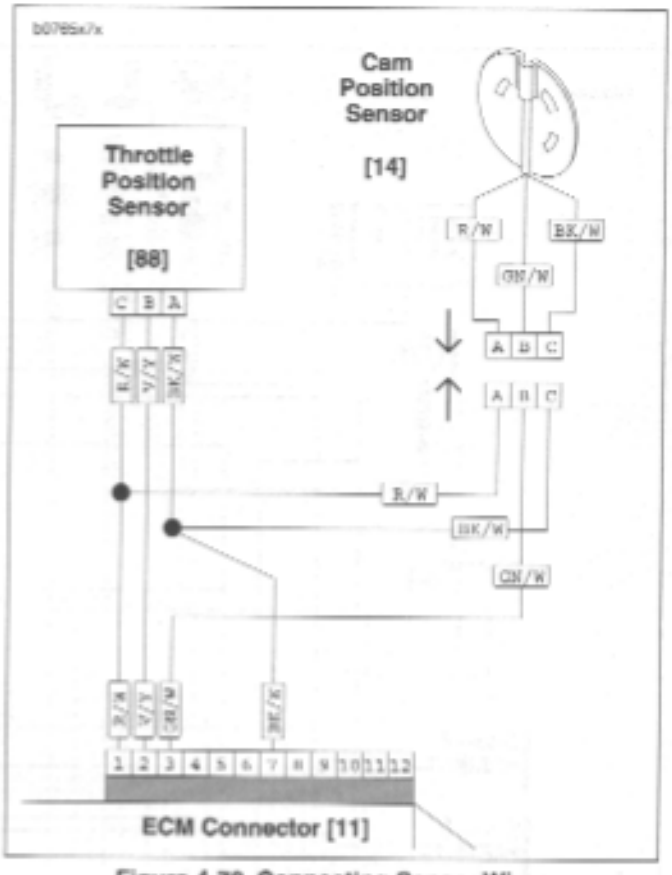

Figure 4-70. Connecting Sensor Wires
2. Install trigger rotor (17).
a. Apply LOCTITE THREADLOCKER 243 (blue) to threads of bolt (18).
b. Position trigger rotor (17) onto end of camshaft aligning notch with camshaft slot.
3. Install cam position sensor (19) and timer plate studs (4). Rotate cam position sensor to its previously marked position to obtain approximate ignition timing.
5. See Figure 4-70. Install sensor wiring terminals into correct positions in plug end of connector [14]. R/W, GN/W and BK/W wires of plug end (from cam position sensor) must match same color wires in receptacle end of connector (from ignition module wiring harness). Install pin terminals. See B.2 DEUTSCH ELECTRICAL CONNECTORS under B.1 AMP MULTILOCK ELECTRICAL CONNECTORS.